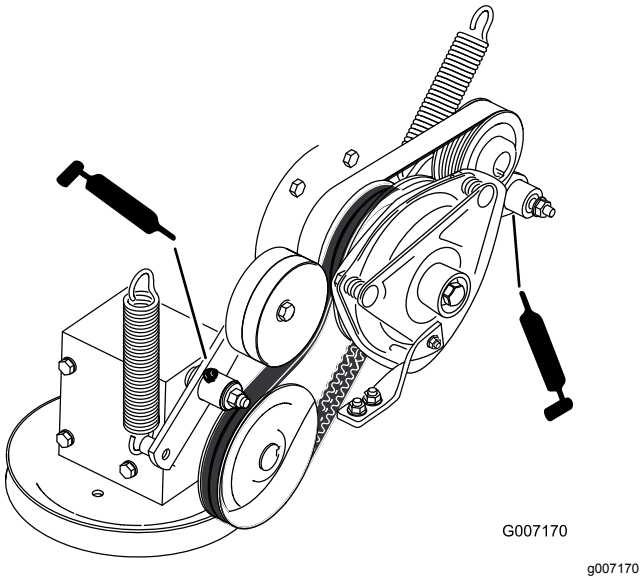

Figur 43
7. Smør styrearmen til kraftudtagets drivrem (Figur 43).
8. Smør pumperemmens styrearm (Figur 43).